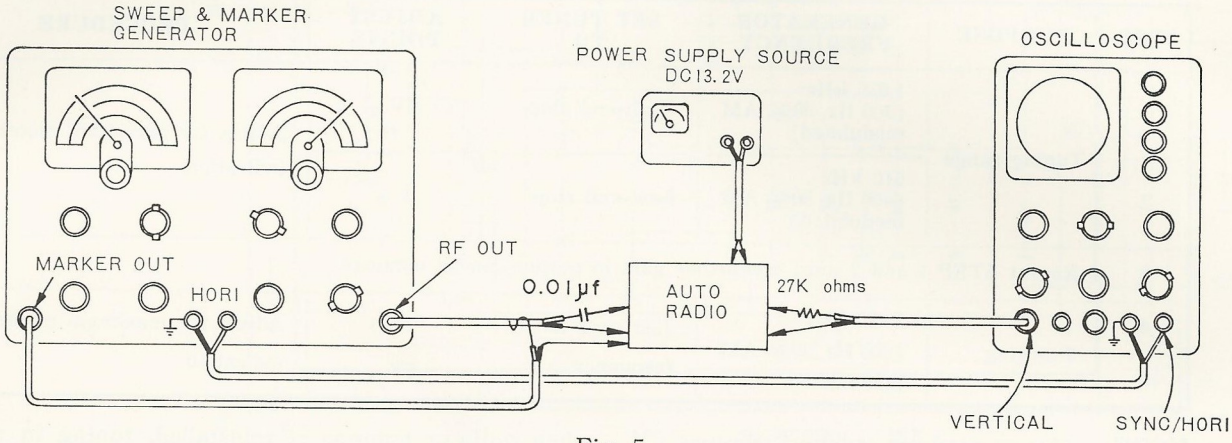

Fig. 5
With the motor rotating use an appropriate gauge to measure the take up torque which should normally be 50 g.cm. If necessary, the torque may be adjusted to this figure by moving the spring up or down the adjustment steps in the take up head. (See Fig. 5).
(1) Preparations for alignment
a. Connections (Refer to Fig. 5)